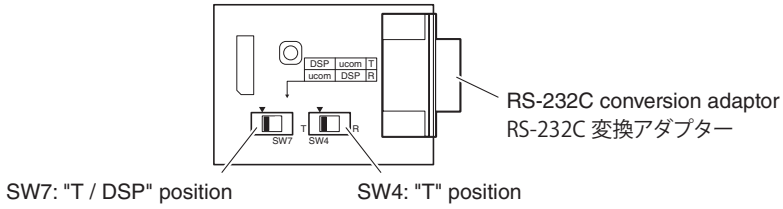

Fig. 1
• Set the switches on RS-232C conversion adaptor as shown below. (Fig. 1)
・ RS-232C 変換アダプターのスイッチを下記のように設定します。(Fig. 1)